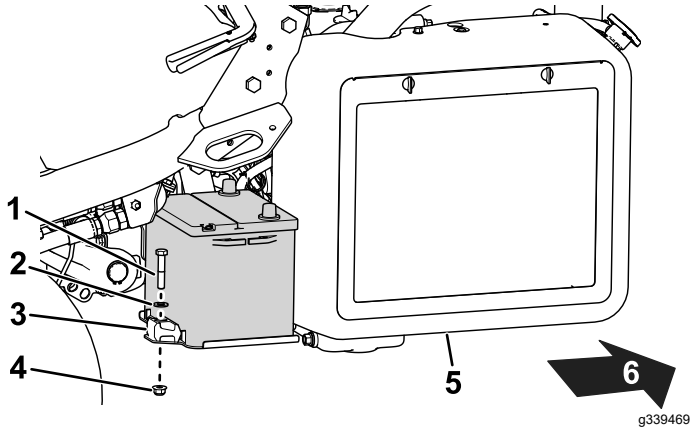

Figura 39
2. Togliete i dispositivi di fissaggio che assicurano la batteria al vassoio (Figura 39) ed estraete la batteria sollevandola.
5. Posizionate la batteria sul suo vassoio e fissatela con le aste e gli elementi di fissaggio precedentemente rimossi (Figura 39).